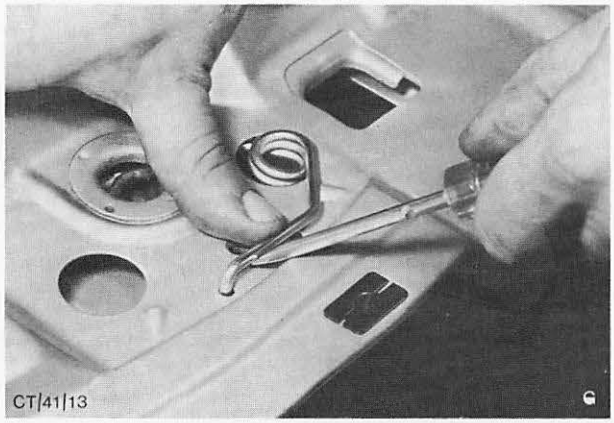

Abb. 27 Ausbau der Schenkelfeder
2. Spannplatte – Schenkelfeder entfernen, Schenkelfederarm und Haubenzug aushängen, Abb. 27.